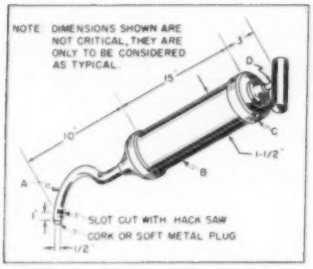

Fig. 1. Ordinary grease gun can be speedily modified to make a low-cost sampling device
To take samples from the strainer bowl it is necessary to shut down the burner, unless dual strainers have been provided to facilitate cleaning. If the strainer is large, a passable sample can be obtained easily by carefully dipping the fuel out of the strainer basket with a small, clean can. Even better, the use of a modified grease gun, shown in Fig. 1, is recommended as a low-cost, highly suitable sampling device. Guns of this type are sold everywhere by large retailers, such as Sears Roebuck & Co., at $1.50 to $2.00 each. Modification is simple and furthermore, the guns are easy to take apart and clean after sampling.
3. Lightly resting the plugged end, shown in Fig. 1 as A, of the sampling gun on the bottom of the cup-shaped filter screen, slowly suck fuel oil into the gun. Care should be taken not to disturb sludge or sediment clinging to the inside of the filter basket.